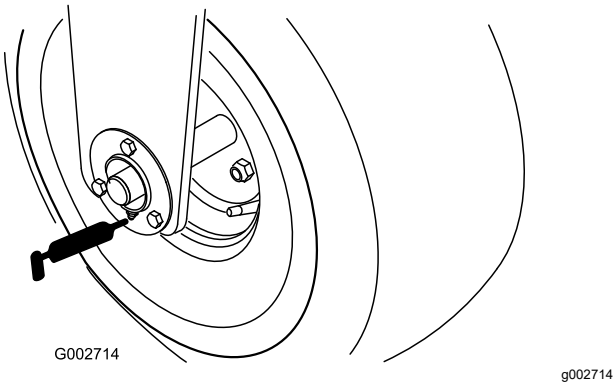

**Figur 19**
- Ett framhjulslager (Figur 19).